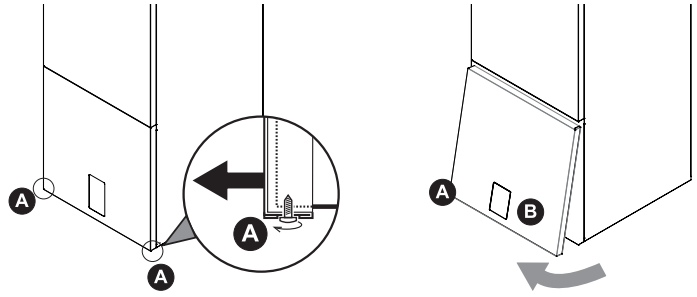

fig. 16 - demontage van het voorpaneel
- Draai schroeven A gedeeltelijk los (zie “fig. 16 - demontage van het voorpaneel”).
- Trek paneel B eruit en maak het los van de bovenste bevestigingen (zie “fig. 16 - demontage van het voorpaneel”).